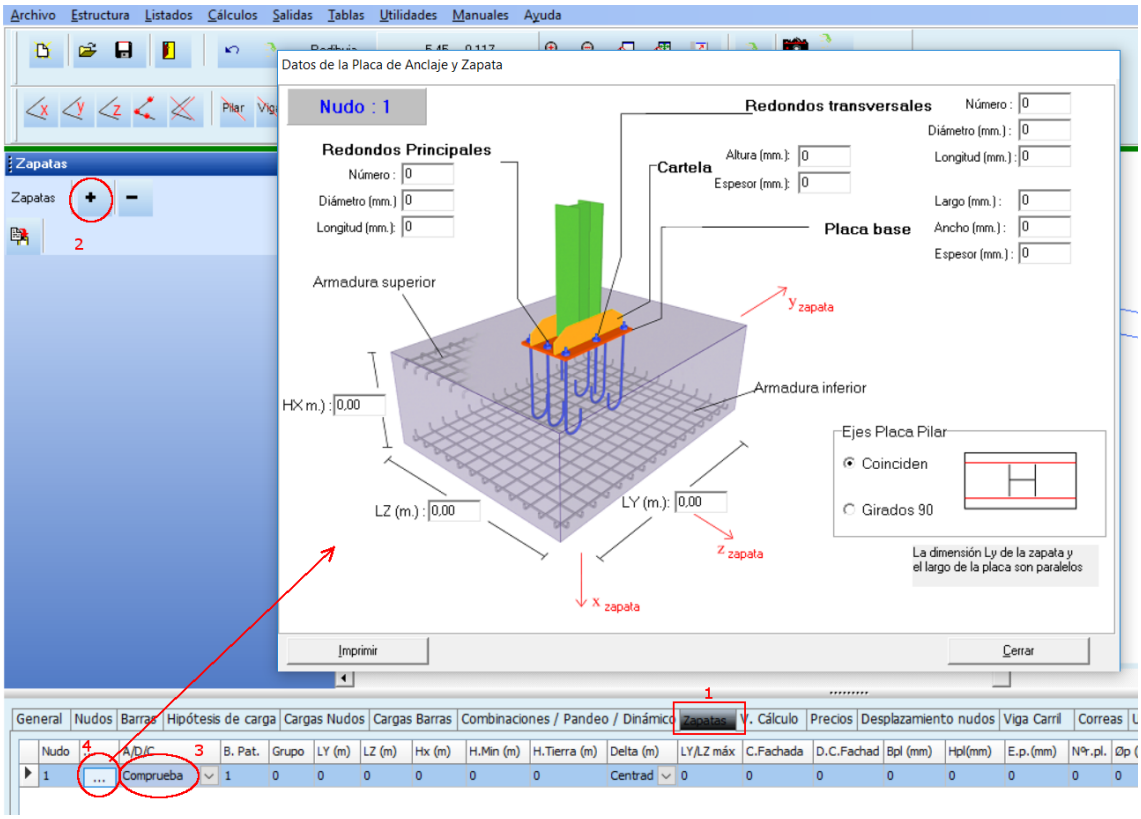

Ilustración 25: Editor de basas y zapatas
1) Comprobar la basa y zapata de acuerdo con los datos introducidos por el usuario desde el editor de basas y placas de anclaje. A este editor se accede activando la pestaña zapatas, véase la Ilustración 25: Editor de basas y zapatas .